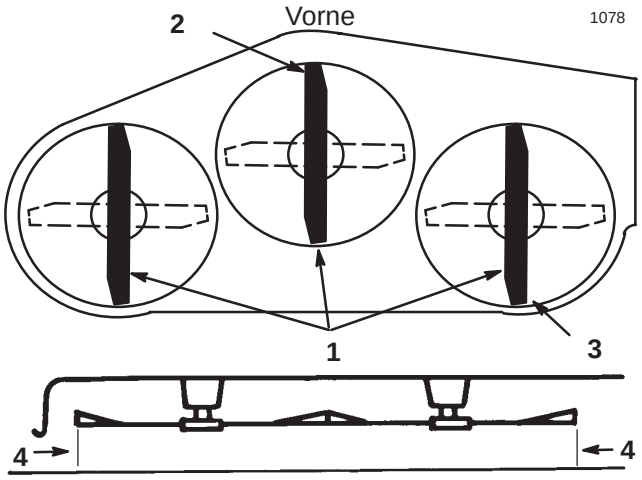

Abbildung 15
4. Die Schnittmesser vorsichtig so drehen, daß sie nach vorne und hinten zeigen (Abb. 15).
5. Den Abstand zwischen der Spitze des vorderen Messers (Abb. 15) und der Spitze des hinteren Messers zur ebenen Oberfläche messen. Wenn die vordere Messerspitze nicht 0–9,5 mm (0–3/8”) tiefer liegt als die hintere Messerspitze, müssen die vorderen Justiergelenke eingestellt werden.